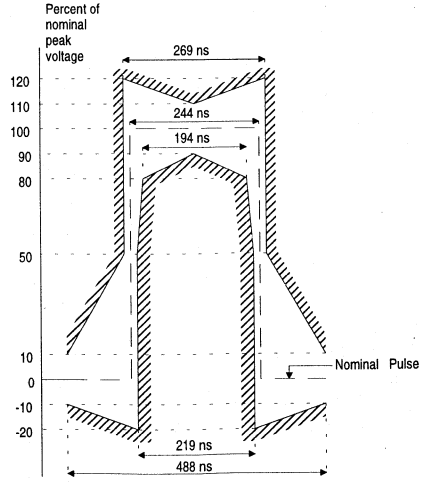

Figure 8. Mask of the Pulse at the 2048 kbps Interface
10. This amplitude is measured at the output of the transformer for line length setting LEN2/1/0 = 000 (see Figure 8) with a 4.4 Ω resistor in series with TTIP.
Note that for LEN2/1/0=000, the transmitter pulse width is determined by the high time of TCLK. The pulse will meet the CCITT pulse shape template shown in Figure 8, and specified in Table 2, assuming the TCLK duty cycle and frequency are appropriate.